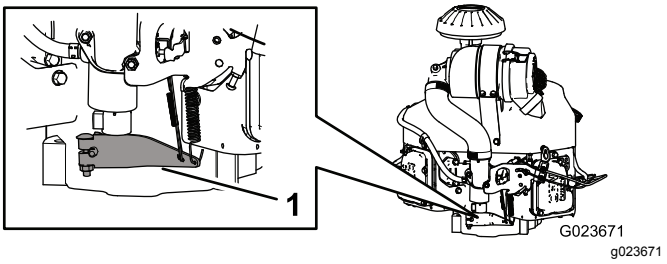

Figur 66
3. Skub fjederenden af regulatorarmen nedad (Figur 66).